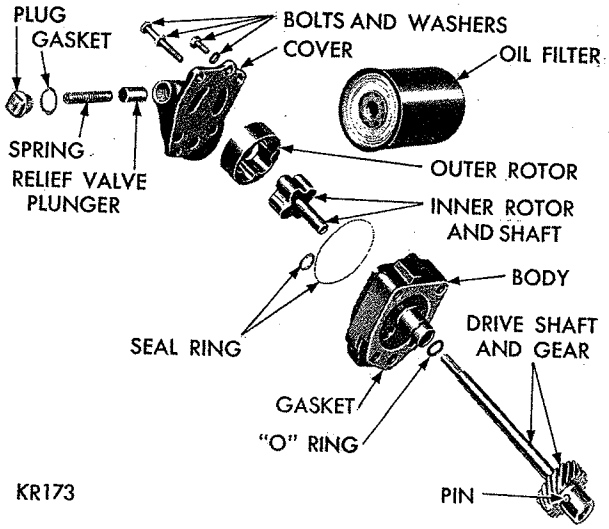

***Fig. 55—Oil Pump and Filter Assembly (Disassembled View)***
(1) Remove filter base and oil seal ring.
(2) Remove pump rotor and shaft and lift out outer pump rotor.
(3) Remove the oil pressure relief valve plug and lift out the spring and relief valve plunger (Fig. 55).